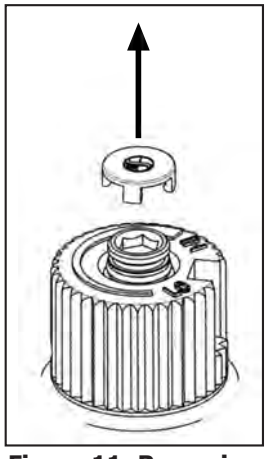

Figure 11: Removing valve cap.
a) Remove the black protection cap from the HI/LO knob by hand shown in Figure 11.
g) Re-attach the black protection cap that was removed in step a (Figure 11).